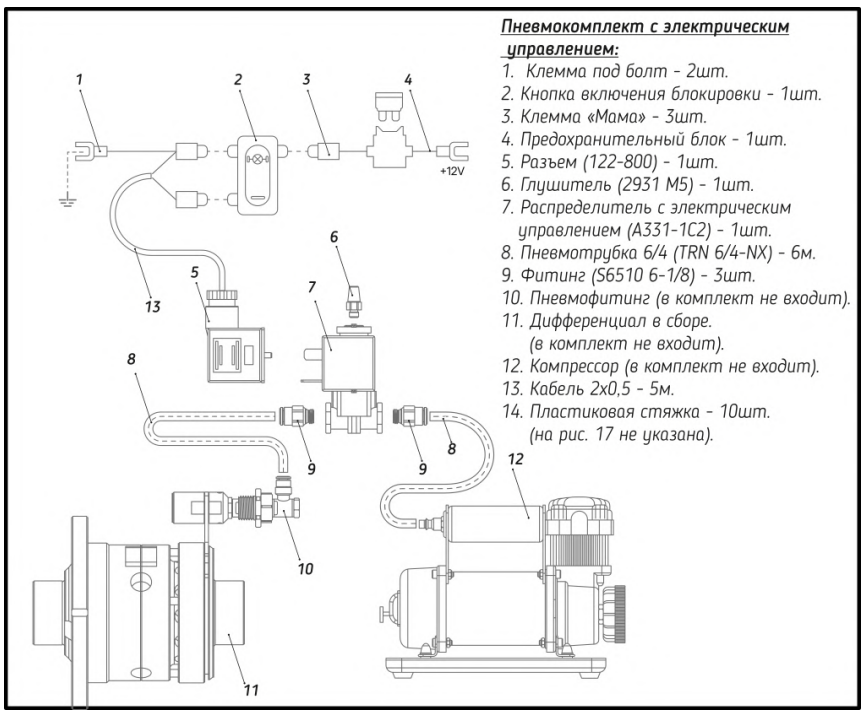

Рис. 33
*Опционально можно приобрести монтажный комплект электрического (**Рис. 33**) действия.*